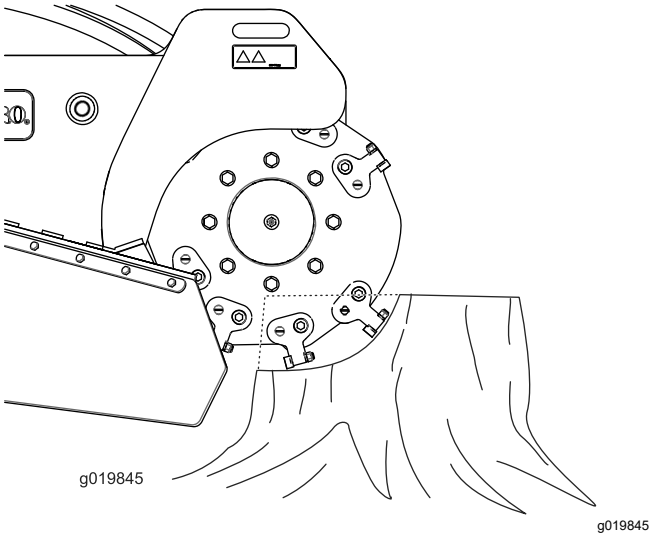

Figur 19
2. Använd fräsens manöverspak och drivreglaget för att placera fräsen på ena sidan framför stubben, ungefär 2 cm under kanten (Figur 19).
4. Sväng långsamt fräsen över stubbens ovansida med hjälp av manöverspaken, och skär bort flisor i ett svep (Figur 19).